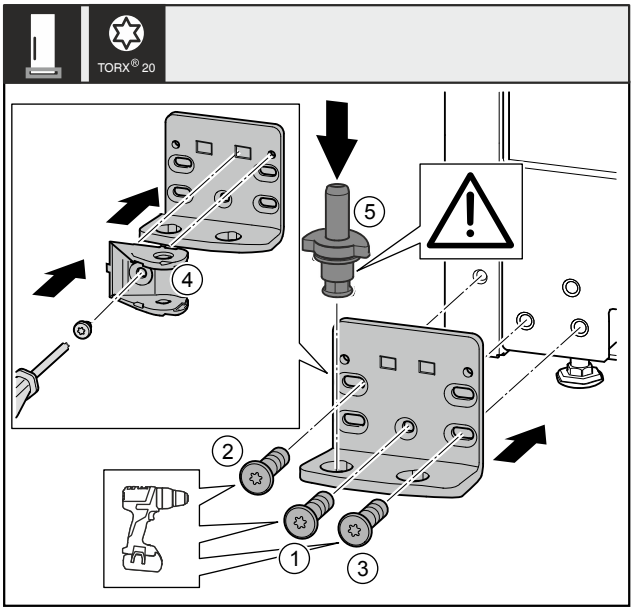

Fig. 37 *
▶ 将托架安装到另一侧，并借助螺丝刀旋紧。用螺钉 *Fig. 37 (1)* 从底部的中心开始。*
▶ 拧紧螺钉 *Fig. 37 (2)*和螺钉 *Fig. 37 (3)*。*
▶ 将关门阻尼器连接装置 *Fig. 37 (4)*旋转 180°。用螺丝刀拧紧托架的另一侧。*
▶ 将轴承螺栓 *Fig. 37 (5)*完全装入。同时注意止动凸轮需指向后方。*